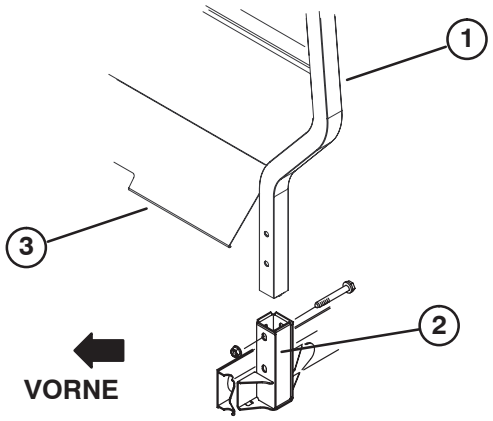

Bild 6
1. Setzen Sie jede Seite des Überrollschutzes in die Befestigungshalterung auf jeder Seite des Fahrzeugrahmens ein. Positionieren Sie den Überrollschutz wie in Bild 6 dargestellt.